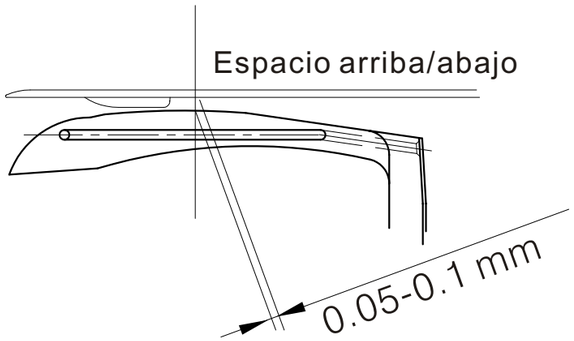

Fig. 27
(3) El espacio desde el rebordeador inferior hasta la parte superior del bucleador debe ser de 0.05-0.1mm (Fig. 27)